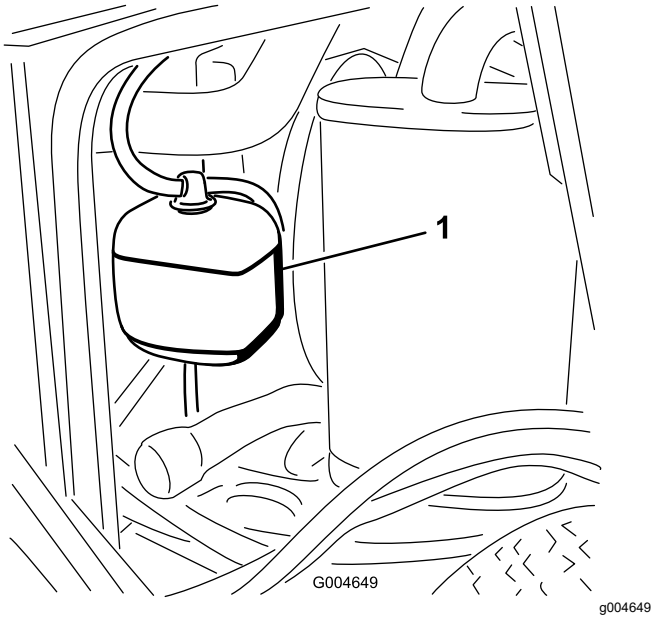

Figur 43
1. Kontroller kjølemiddelnivået i ekspansjonstanken (Figur 43).